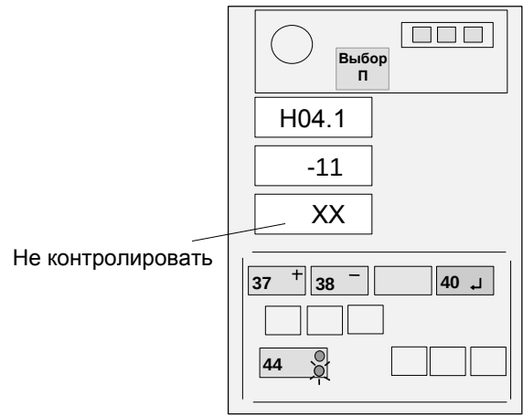

Рисунок 16 - Ввод температурного коэффициента ПрД
Если значение коэффициента, указанное на жгуте ПрД, отличается от значения, выдаваемого на средний ИЖЦ, нажатием кнопки 44 установить на верхнем ИЖЦ код "Н04.1", а затем, нажимая кнопки "+" (37) и "-" (38), установить на среднем ИЖЦ значение коэффициента для штокового ПрД (см. рисунок 16 для коэффициента М11), причем знак плюс на индикаторе не отображается, а знак минус отображается символом " - ".
4.6.4.1 Нажимая кнопку ВЫБОР "П" (36), добиться появления на верхнем ИЖЦ кода "Н06" (занесение температурного коэффициента поршневого ПрД). При этом на средний ИЖЦ выдается значение коэффициента, занесенное ранее в память ОНК.
Если значение коэффициента, указанное на жгуте ПрД, отличается от значения, выдаваемого на средний ИЖЦ, нажатием кнопки 44 установить на верхнем ИЖЦ код "Н06.1", а затем, нажимая кнопки "+" (37) и "-" (38), установить на среднем ИЖЦ значение коэффициента для поршневого ПрД аналогично п. 4.6.2 (см. рисунок 16).